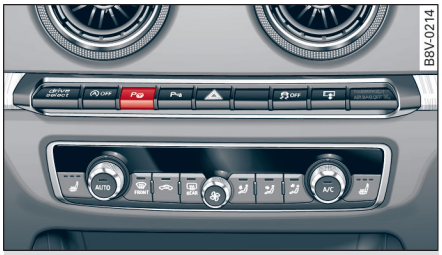
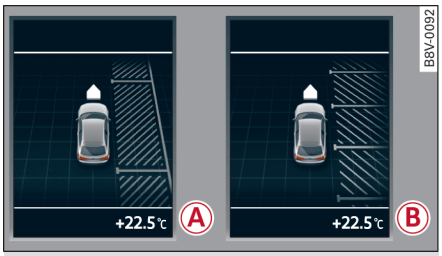

图 147 中控台：智能驻车辅助系统按钮
图 148 组合仪表：搜寻车位。Ⓐ 纵向泊车，Ⓑ 横向泊车
▶ 如要纵向泊车，请按压按钮 一次 ⇨ *图 147*。组合仪表显示屏上会出现显示 Ⓐ ⇨ *图 148*。或
- 按压按钮 P ⇨ *113 页，图 147*。